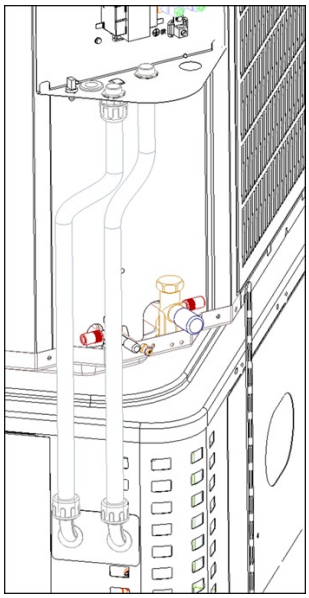

Fig. 4 – DC Power Harness and Communication Harness
Use caution when brazing near the DC Power System and the DC Power Harness Electrical Connections (as seen in Fig. 4).
b. Use separate knockouts for the DC Power Harness and the Communication Harness and wires. See Fig. 4.
8. Secure the conduit for the DC Power Harness and Communication Harness to the knockout holes on the bottom of the ODU Control Box following the routing shown in Fig. 4 and secure by tightening the nut on the harnesses.